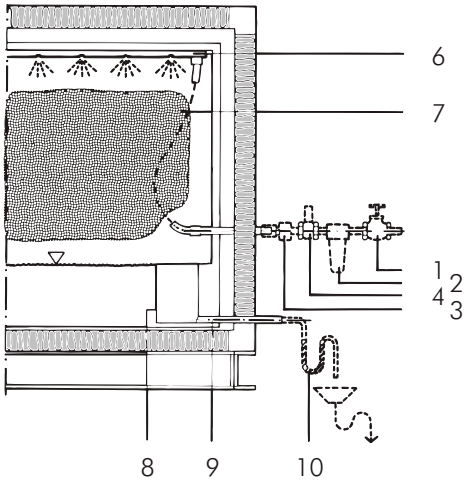

Abb.29
b) Frischwasserbetrieb (Abb. 29)